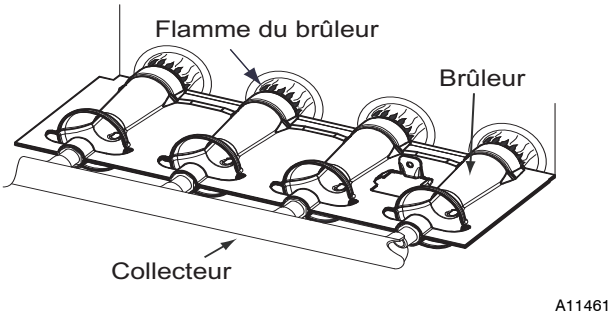

Fig. 58 - Flamme du brûleur
11. Vérifier le fonctionnement de la chaudière sur 2 cycles de chauffage complets. Inspecter les brûleurs. La flamme du brûleur doit être d'un bleu clair, presque transparent. Voir la Fig. 58.